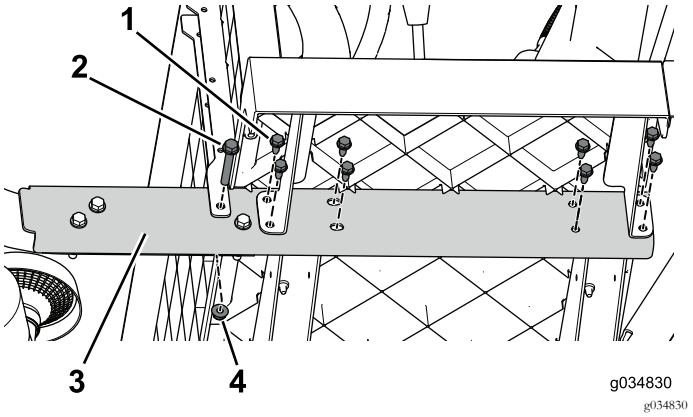

Рисунок 16
2. Удалите фланцевые болты (3/8 x 2-1/2 дюйма) и гайки, которые крепят боковую балку к автомобилю (Рисунок 16). Выполните эти действия на обеих сторонах автомобиля.
3. Двигаясь от передней части в сторону задней части, выверните фланцевые болты (5/16 x 3/4 дюйма), которые крепят боковую балку к автомобилю (Рисунок 16). Выполните эти действия на обеих сторонах автомобиля.